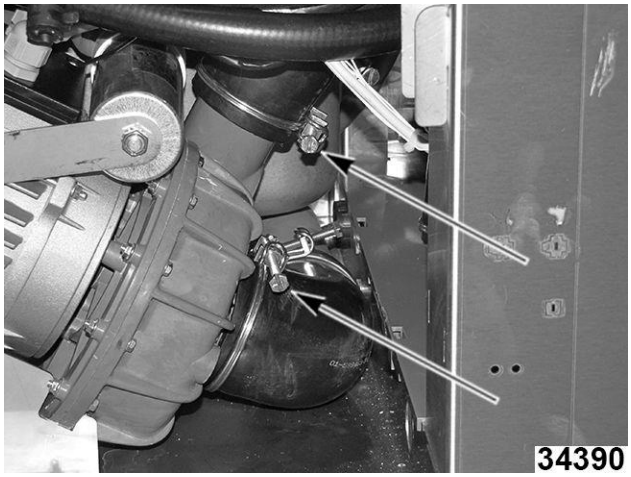

Fig. 132
5. Afloje las abrazaderas de las mangueras de entrada y descarga. (Fig. 132)